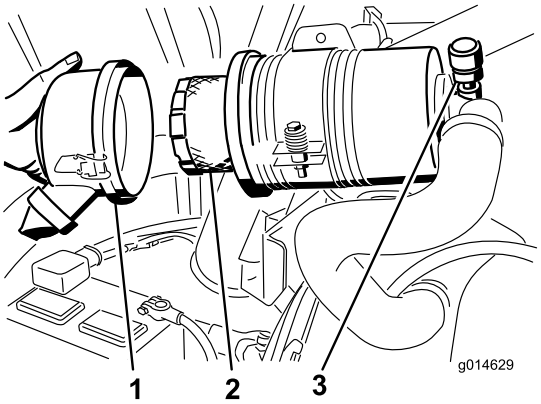

Figur 55
3. Ta bort och byt ut filtret (Figur 55).